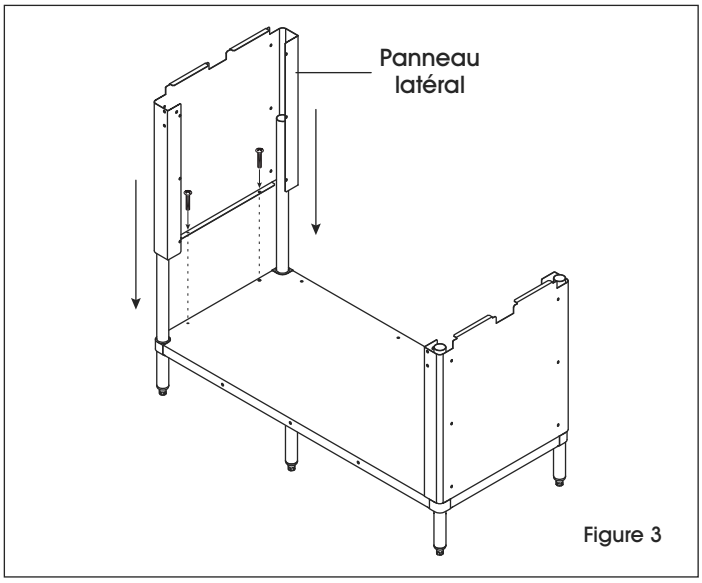

Figure 3
4. Placez la table à l'endroit et installez les panneaux latéraux par-dessus les pieds en orientant le long rebord vers le bas. Fixez à la tablette inférieure à l'aide de deux grands boulons cruciformes par panneau latéral. (Voir Figure 3)